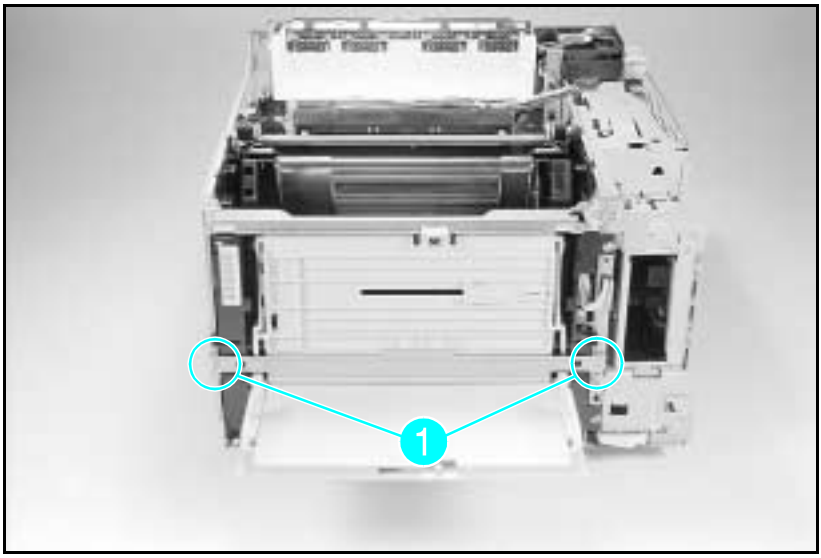

Figure 6-11 Remove the Crossmember Bracket
3 Remove the (2) screws in the Cross-member Bracket as shown in Figure 6-11, callout *1*. Remove the Cross-member Bracket.
2. Remove the MP Tray (Tray 1) door, the Front Cross-member (Figure 6-11), and the MP Tray.